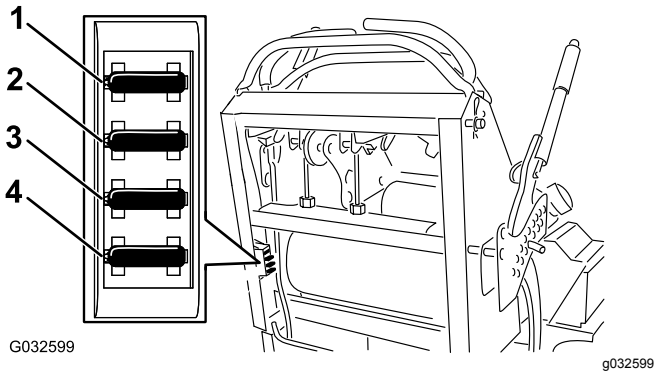

Figur 53
4. Ta bort säkringen och byt ut den (Figur 53).